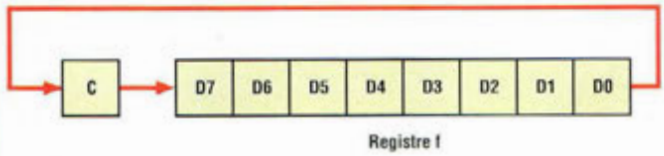

Fig.7 Déplacement vers la droite de tous les bits dans le registre ShiftReg.
A ce stade il convient de lire l'état de la ligne RX et insérer la valeur lue dans le flag de CARRY (C) du registre STATUS. Il faut ensuite effectuer l'instruction de ROTATE RIGHT F THROUGHT CARRY (RRF) avec le registre ShiftReg de façon à déplacer vers la droite tous les bits du registre ShiftReg et insérer dans le bit le plus significatif la valeur lue de la ligne RX comme le montre la fig.7. Cette lecture s'effectue 8 fois à intervalles de temps égal à la durée d'un bit de façon à acquérir la valeur de ligne RX toujours à la moitié de la durée du bit transmis.